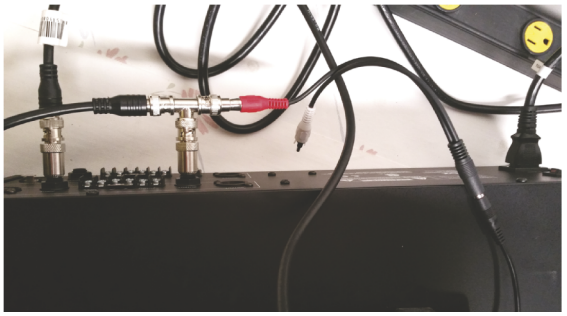

**FIGURE 4.59** (Step 26) Setup for listening to one output and also viewing the waveform on the scope.
**Remove all earbuds and headphones from your ears.** On the EQ, turn **Input Gain** CCW, all the way down to –12 dB, to start with. Refer to Fig. 4.59 to see how to set up the output so that you can hear it with your earbuds and view it on the scope: One side of the tee goes to the scope (CH2), and the other has a BNC to RCA adapter. RCA connectors are common in home audio equipment, and sound out from TVs. Plug one channel of the stereo RCA-to-1/8-inch jack adapter into the RCA jack. The other side allows you to plug in the 1/8-inch jack from earbuds. Plug in the earbuds. Output from the WG a 1.1 kHz, 30 $mV_{pp}$ sine wave.